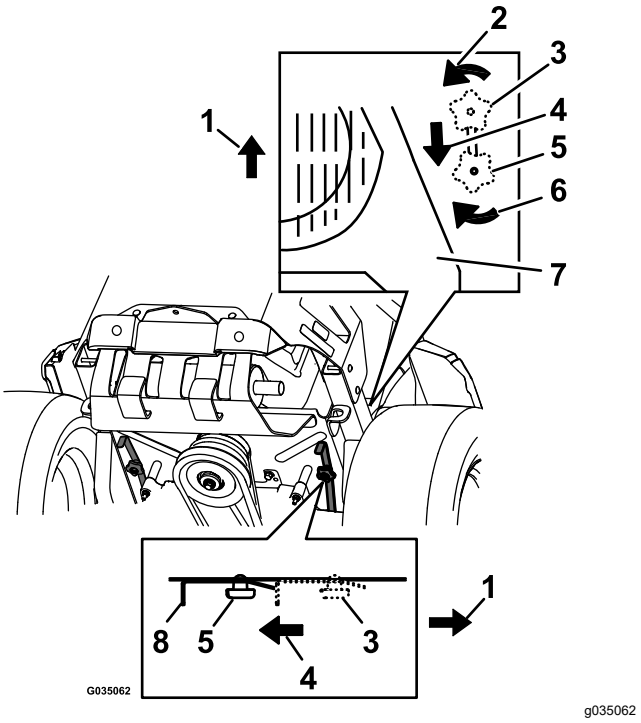

Figur 33
4. For å skyve maskinen fremover flytter du begge omløpsknottene bakover og låser dem på plass (Figur 33).
6. Du kjører maskinen ved å flytte omløpsknottene til FOROVER-stilling og låse dem på plass (Figur 33).